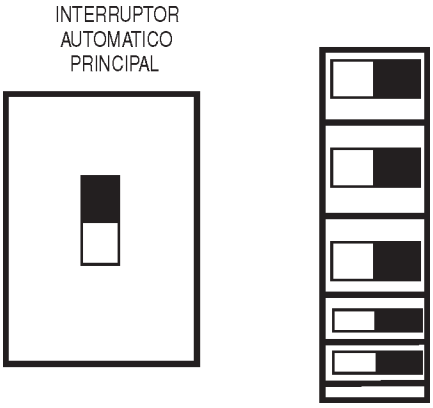

**Figura 55. Interruptores principal, aux. y GFCI (ENCENDIDO/ON)**
18. Coloquen lo interruptores ***principal***, ***GFCI*** y ***aux***. en la posición **"ENCENDIDO" "ON"** (Figura 55).